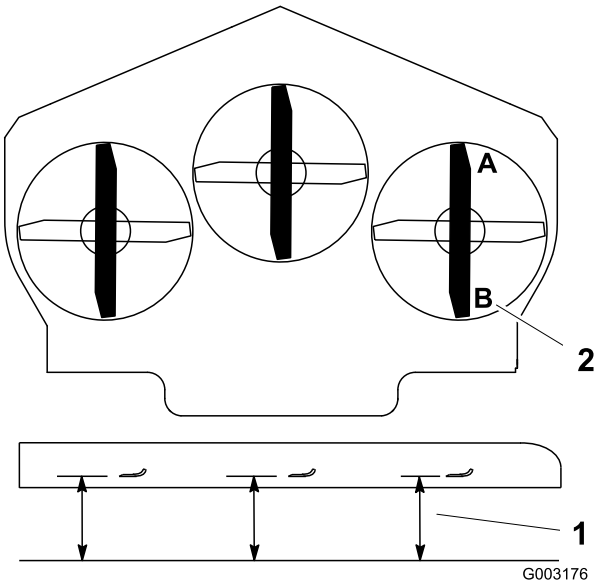

Figuur 79
1. Zet het rechter maaimes in de schuinstand (Figuur 79).
2. Meet het rechtermes bij punt **A**. Meet de afstand tussen een horizontaal oppervlak en de snijrand van het maaimes (Figuur 79).
4. Meet het rechtermes bij punt **B**. Meet de afstand tussen een horizontaal oppervlak en de snijrand van het maaimes (Figuur 79).
6. Het maaimes moet 6 tot 10 mm lager staan bij punt **A** dan bij punt **B** (Figuur 79). Indien dit niet het geval is, gaat u als volgt te werk.